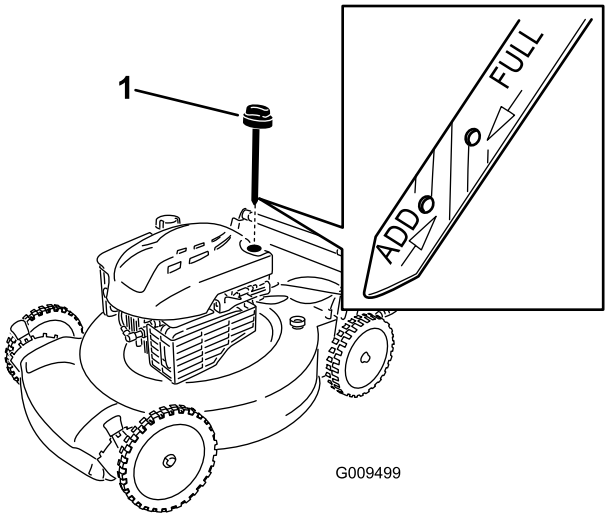

Figura 6
2. Rimuovete l'asta di livello (Figura 6) e versate nel tubo di riempimento una quantità d'olio pari a circa 3/4 della capacità del carter.
5. Rimuovete l'asta di livello e controllate il livello dell'olio sulla stessa; vedere Figura 6.